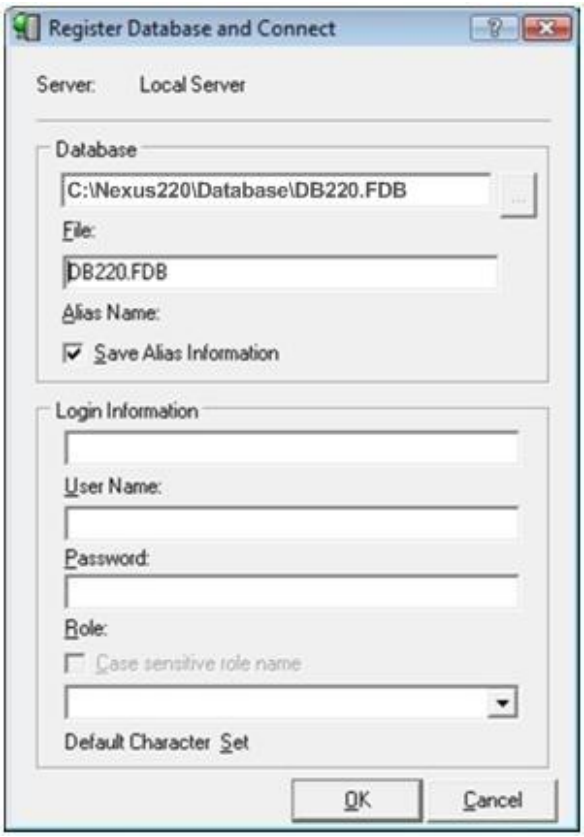

Figure 29 – Register Database and Connect Dialog
2. In the Register Database and Connect dialog, In the **Database** textbox, enter the full file path to your Database (see Figure 29).